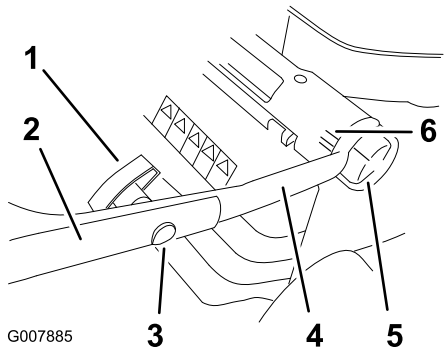

Figur 3
1. Lossa justeringsreglagen för handtagshöjden och vrid det nedre handtaget mot gräsklipparens baksida tills det faller på plats i en av höjdinställningarna enligt Figur 3. Se Justera handtagshöjden för mer information.
3. Montera den övre handtagsdelen på den nedre handtagsdelen med de ovala huvudbultarna och handtagsreglagen enligt Figur 3. **Dra åt handtagsreglagen hårt.**
Handtaget kan ställas in i tre olika höjdlägen: högt, mellan och lågt (Figur 3). Välj det läge som känns mest bekvämt för dig.